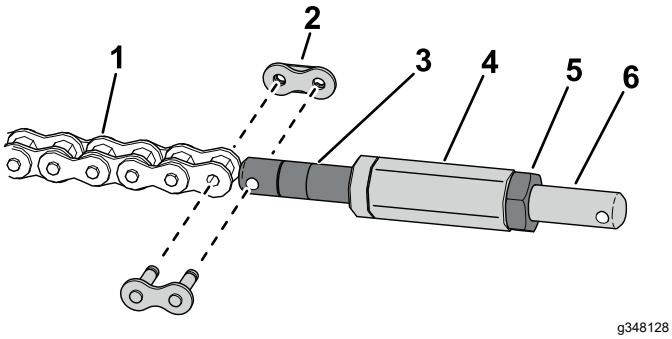

**Figuur 13**
5. Verbind de ketting via een sluitschakel met de kettingspanmoer (Figuur 13).
6. Monteer de zeshoekige as op de spanmoer van de ketting (Figuur 13).
7. Gebruik een contramoer om de spanmoer van de sluitschakel te monteren op de zeskantige as (Figuur 13).